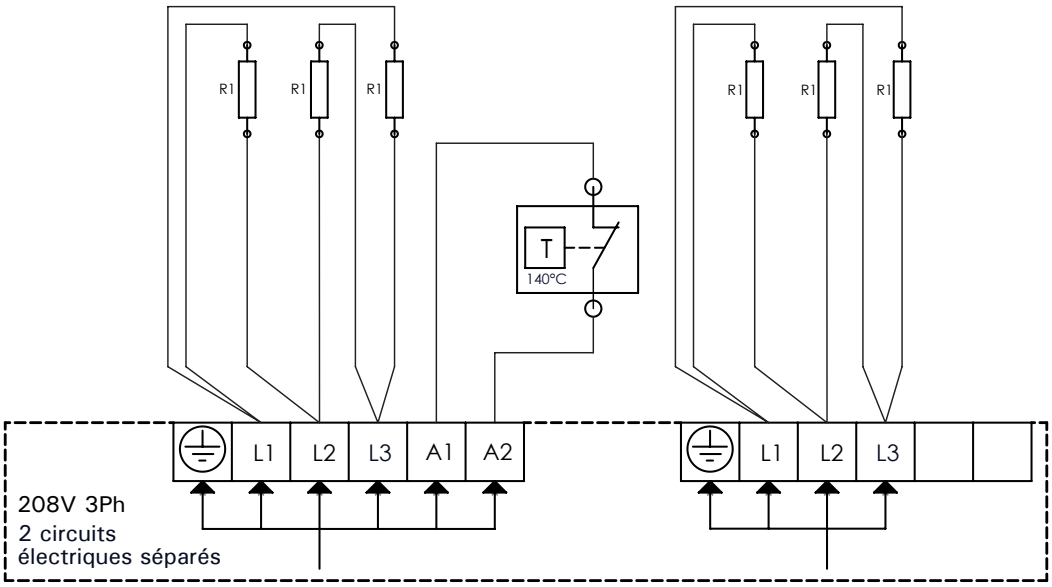

Figure 6. ***Connexions électriques du poêle***
- Installez le capteur (WX248), fourni avec le poêle comme indiqué dans figure 6.